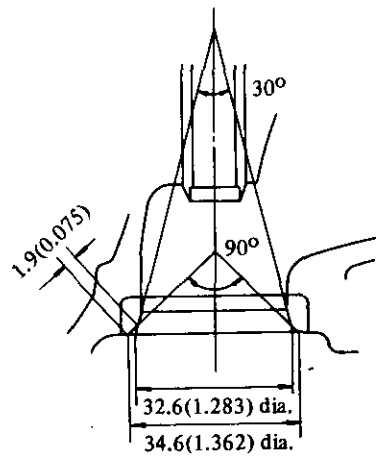

Fig. EM-47 Standard valve seat dimensions
7. Valve seats newly fitted should be cut or ground using Cutter Set Valve Seat ST11650001 at the specified dimensions as shown in Figure EM-47.